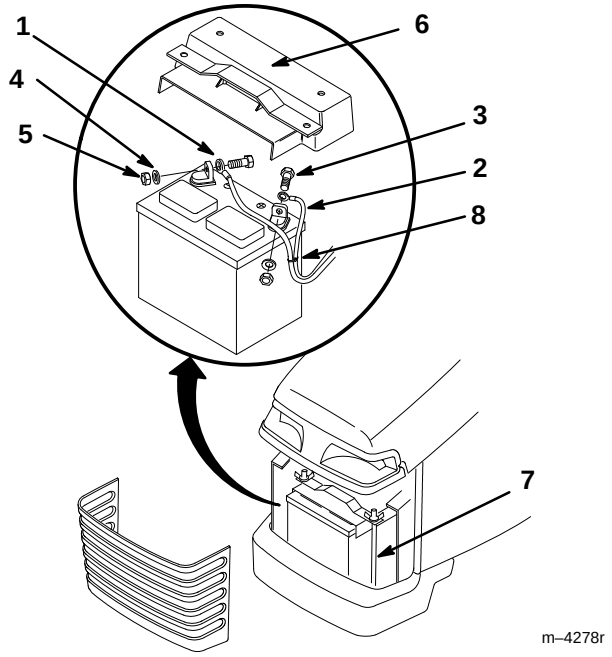

Figure 58
3. Retirer le bouclier protecteur de la batterie. (Fig. 58).
4. Déconnecter le fil négatif (noir) de mise à la masse de la borne négative de la batterie (Fig. 58).
5. Déconnecter le fil positif (rouge) de la borne positive de la batterie (Fig. 58).
1. Poser la batterie sur le châssis (Fig. 58).
2. Connecter le fil positif (rouge) à la borne positive (+) de la batterie à l'aide du boulon, de la rondelle et de l'écrou (Fig. 58).
3. Connecter le fil négatif (noir) à la borne négative (–) de la batterie à l'aide du boulon, de la rondelle et de l'écrou (Fig. 58).
4. Placer le bouclier protecteur sur la batterie, et le fixer au châssis à l'aide des tiges de maintien et des écrous papillons (Fig. 58).